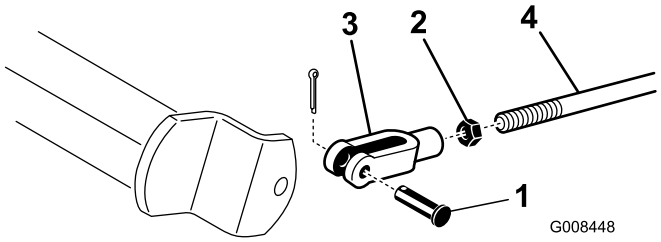

**Figur 47**
2. Hvis bremsene ikke låses likt, kobler du fra bremsestengene ved å fjerne splinten og splittpinnen (Figur 47).
3. Løsne låsemutteren, og juster sjakkelen (Figur 47).
4. Monter sjakkelen på bremseakselen (Figur 47).